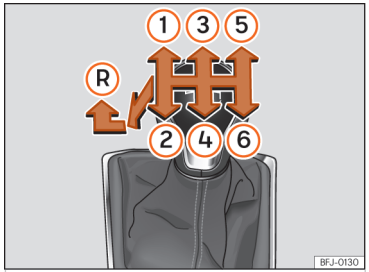

**Fig. 121** Diagram of a 6-speed manual gearbox.
Gear positions are indicated on the gear lever ››› Fig. 121.
- With the gear lever in neutral, push it down, move it all the way to the left and then forwards to select reverse gear ››› Fig. 121 Ⓡ.